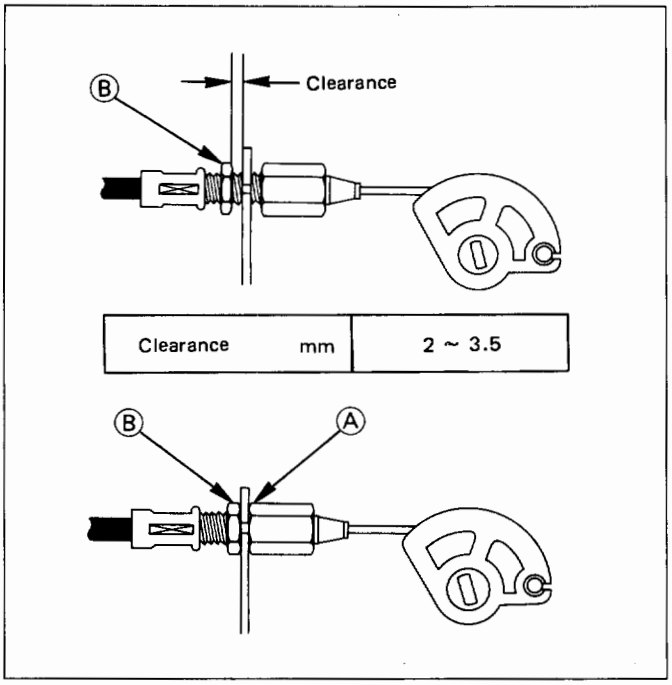

Fig. 6C-10
2. Lock the throttle valve to fully closed status, and pull the outer cable. Then, adjust the nut B so that the clearance between nut B and bracket is as shown in Fig. 6C-10.